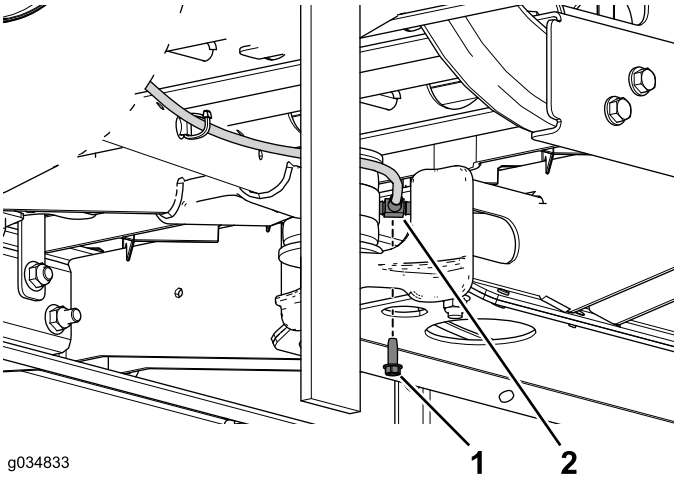

Figure 18
5. Remove the self-tapping screw that secures the tee fitting to the center channel (Figure 18).